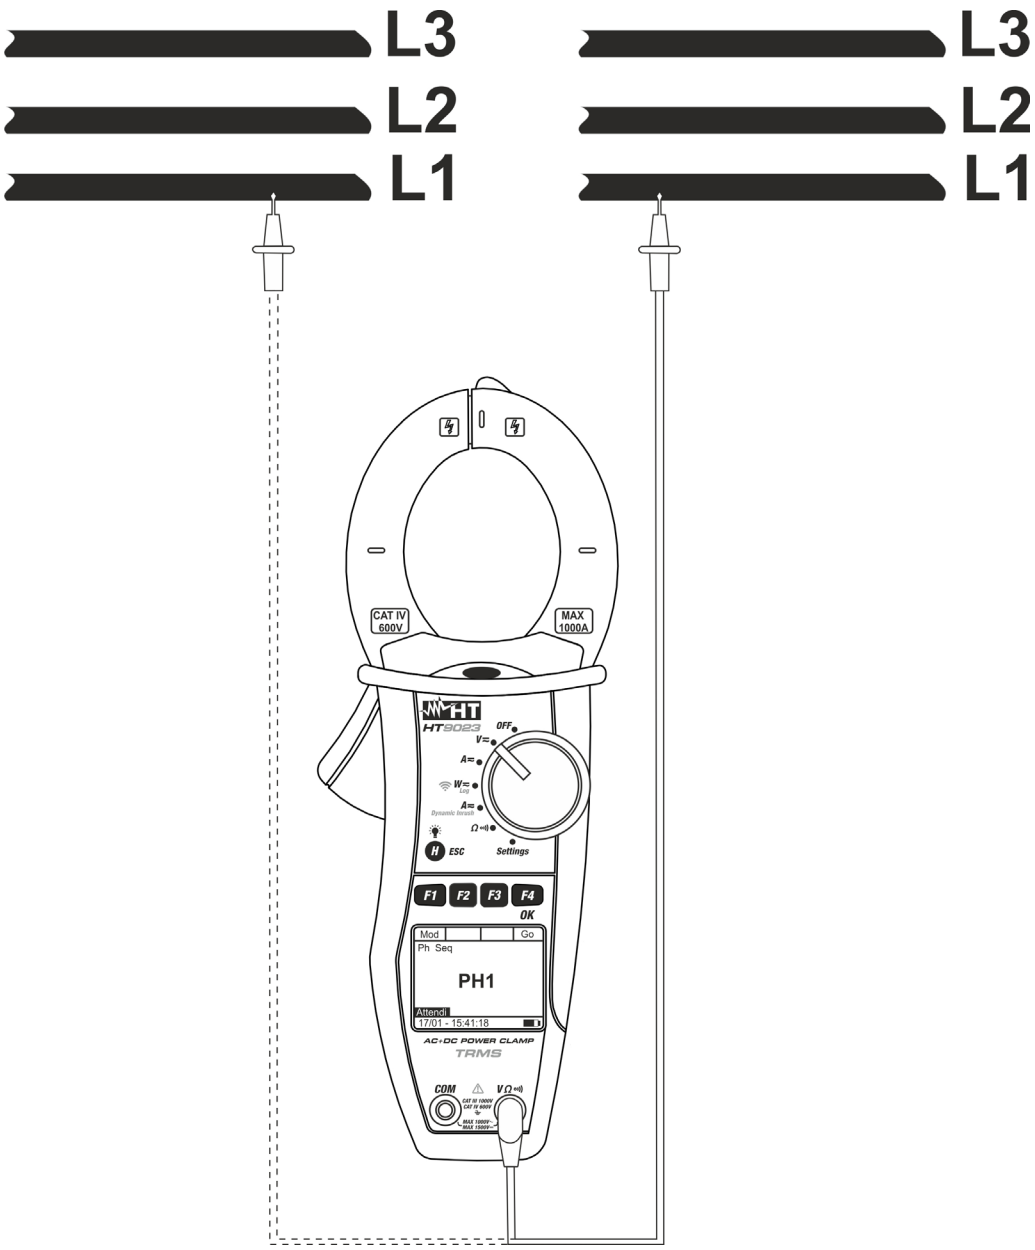

Fig. 8: Vérification de Concordance de phase
2. Insérer le câble rouge dans l'entrée **VΩ•))** et positionner le câble **sur la phase L1 du premier système** du circuit testé (voir Fig. 8).